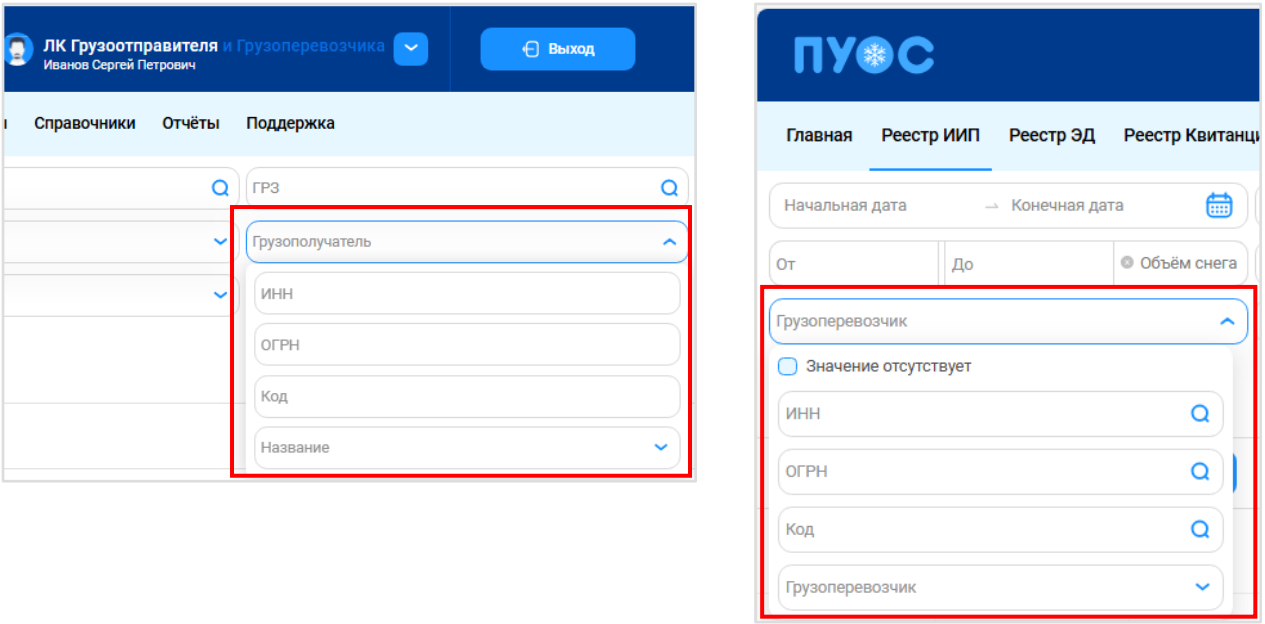
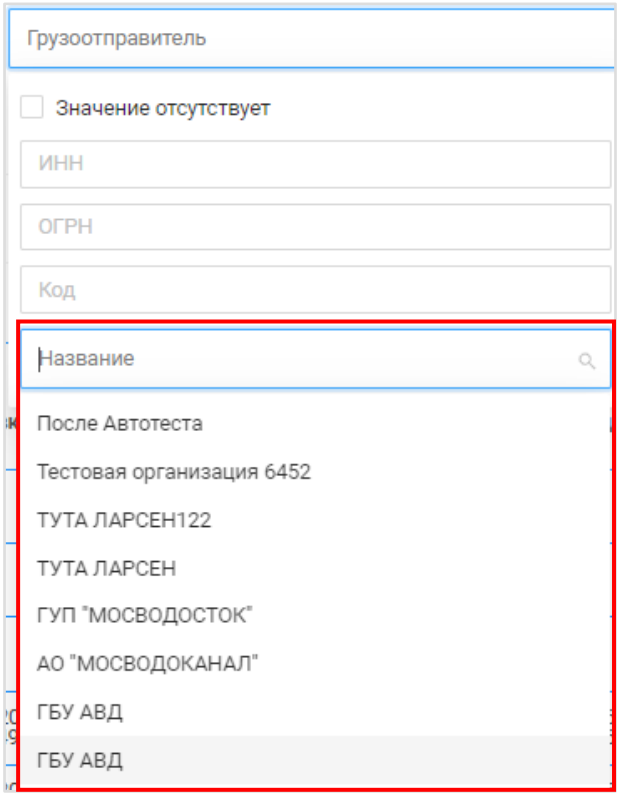

Рисунок 20 - Поля фильтрации «Грузополучатель» и «Грузоперевозчик»
Рисунок 21 - Выбор организации из выпадающего списка
Поиск органициии в реестрах документов и справочников осуществляется по полям фильтрации «Грузоотправитель» и «Грузополучатель» (Рисунок 20 - Поля фильтрации «Грузополучатель» и «Грузоперевозчик»). Для этого необходимо кликнуть курсором на нужное поле фильтрации, далее в списке ввести значение для поиска (ИИН, ОГРН, Код или Название), либо выбрать организацию из выпадающего списка в поле «Название» (Рисунок 21 - Выбор организации из выпадающего списка). Информация об ИНН, ОГРН и Коде организации хранится в справочнике «Организации». Если пользователь хочет увидеть ЭД, сформированные без значений для поля «Грузоотправитель», ему необходимо поставить отметку в чекбоксе «Значение отсутствует» выпадающего меню для поля «Грузоотправитель».
- **Код организации**. Внутренний код организации в Подсистеме, по которому можно осуществлять поиск организации в полях фильтрации в реестрах справочников и документов (Рисунок 20 - Поля фильтрации «Грузополучатель» и «Грузоперевозчик»).